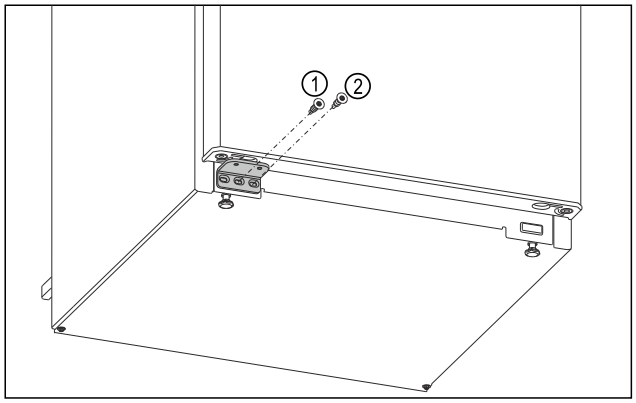

Fig. 15
▶ Skru hængslets midterste skrue *Fig. 15 (1)* fast med Torx 20-skruetrækker.
▶ Skru hængslets inderste skrue *Fig. 15 (2)* fast med Torx 20-skruetrækker.